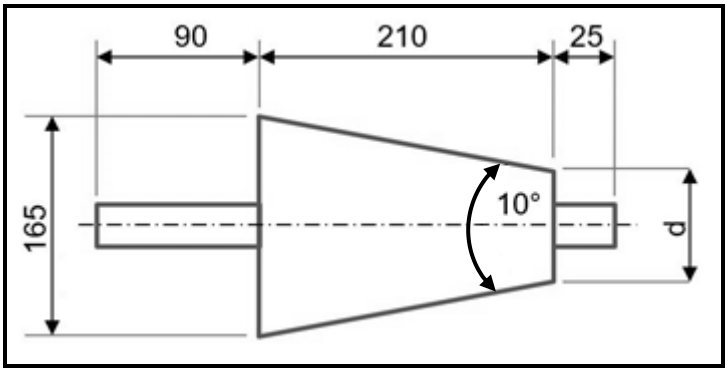

FIGUUR 5.2
5.2 FIGUUR 5.2 toon 'n taps met 'n ingeslote hoek van 10° wat tussen twee senters gemasjineer moet word. Beantwoord die vrae wat volg.